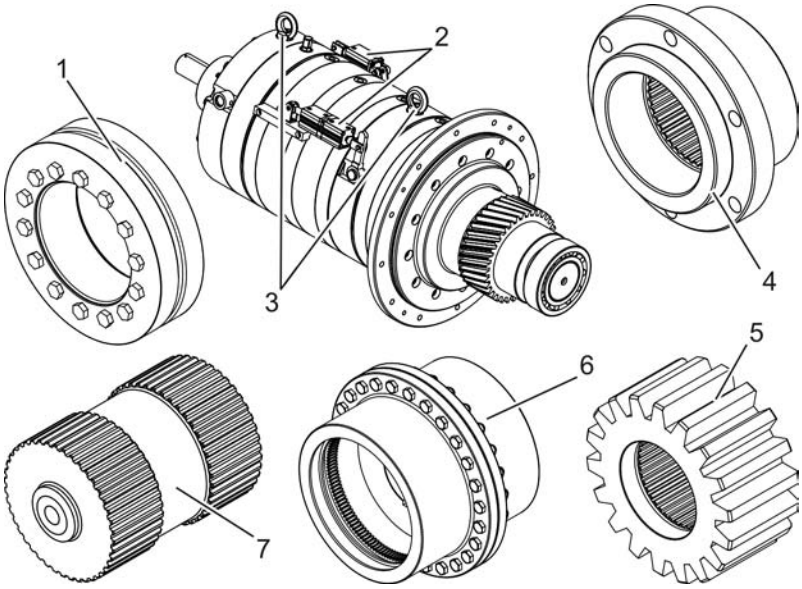

Afb. 21: Accessoires
Bij schakeltransmissies van constructieserie S zijn mogelijkerwijs pneumatische cilinders gemonteerd (zie bv. Afb. 21/2). Bij bepaalde transmissies kunnen eveneens ook direct aansluitingen voor perslucht aanwezig zijn. De positie en het soort aansluitingen ontlenen aan het maatblad c.q. aan eventueel afzonderlijke documentatie van de pneumatische cilinders.
- Krimpschijven (Afb. 21/1)
- Pneumatische cilinder (Afb. 21/2) voor de schakeling
- Montageogen voor het transport (Afb. 21/3)
- Flenzen(Afb. 21/4)
- Ritsel (Afb. 21/5)
- Tandkoppelingen (Afb. 21/6)
- Koppelingsassen (Afb. 21/7)